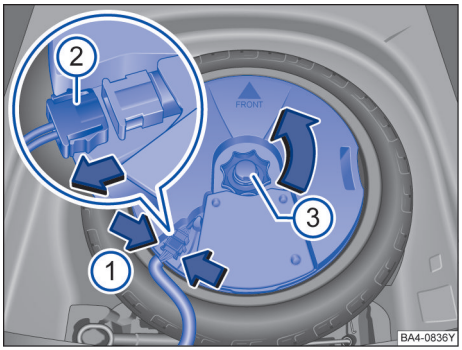

图 217 行李厢内：拆下重低音扬声器
– 用手捏住定位凸缘→ 图 217（箭头 ①）并压紧到止位，并断开连接插头 ②。
– 拔出连接插头 ②，并将拔出的导线放置一边。
– 将手轮 ③ 沿箭头方向拧出。